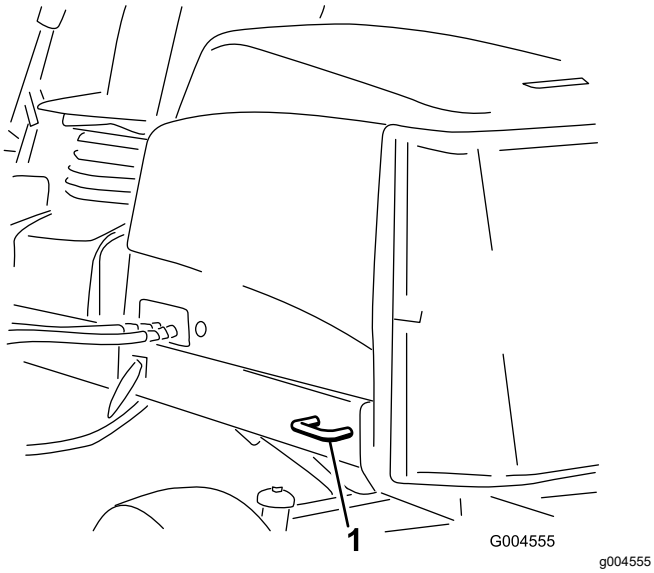

**Figuur 61**
- **Achterkant van de machine** – Beide zijden van het achterframe van de machine (Figuur 61).